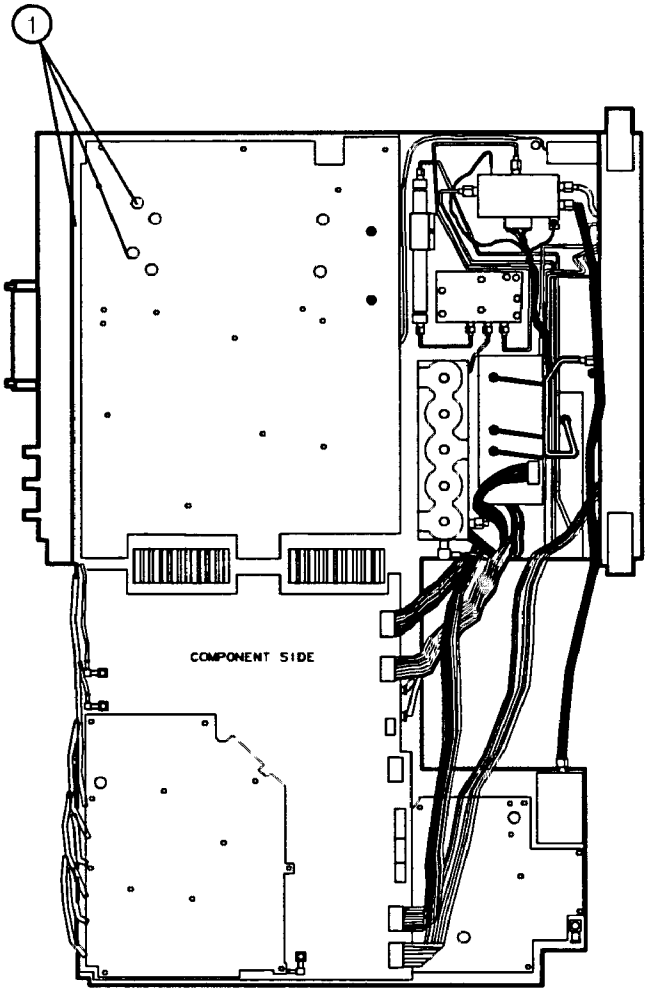

Figure 3-31. A21 OCXO Mounting Screws
4. Remove the three screws (1) securing the OCXO to the main deck. See Figure 3-31.
2. Secure trhe OCXO to the analyzer's main deck using three screws (1). See Figure 3-31.